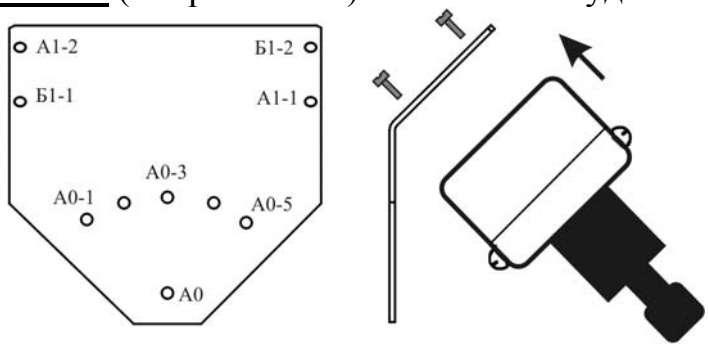

Рис. 6.14
6.4.2.3 Крепление БПРД и БПРМ на заземлителях (на высоте не менее 1 м) или опорах узлов крепления УК-04(П) производится с помощью **УКБ-3** (см. рис. 6.14). В отличие от ориентации БПРД (БПРМ), приведенной в п. 6.4.2.1, можно при креплении на заземлителе или опоре изменять угол наклона, используя отверстие «А0» и одно из пяти отверстий «А0-1,…, А0-5». Высота установки блоков должна быть выше уровня снежного покрова. УКБ-… могут отличаться от приведенных выше конструкций, но обеспечивать все указанные функциональные возможности.